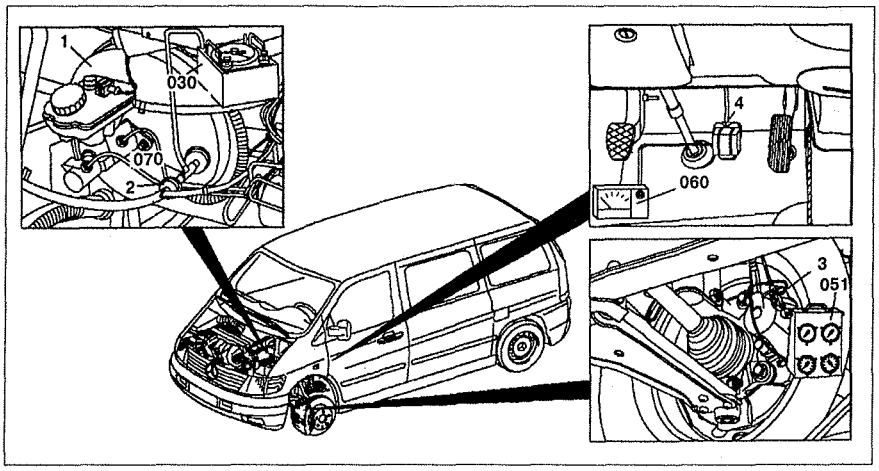

Рис. 9.3. Проверка вакуумного усилителя:
9. Присоедините тестер **030** к вакуумному усилителю **1** (см.рис.9.3).